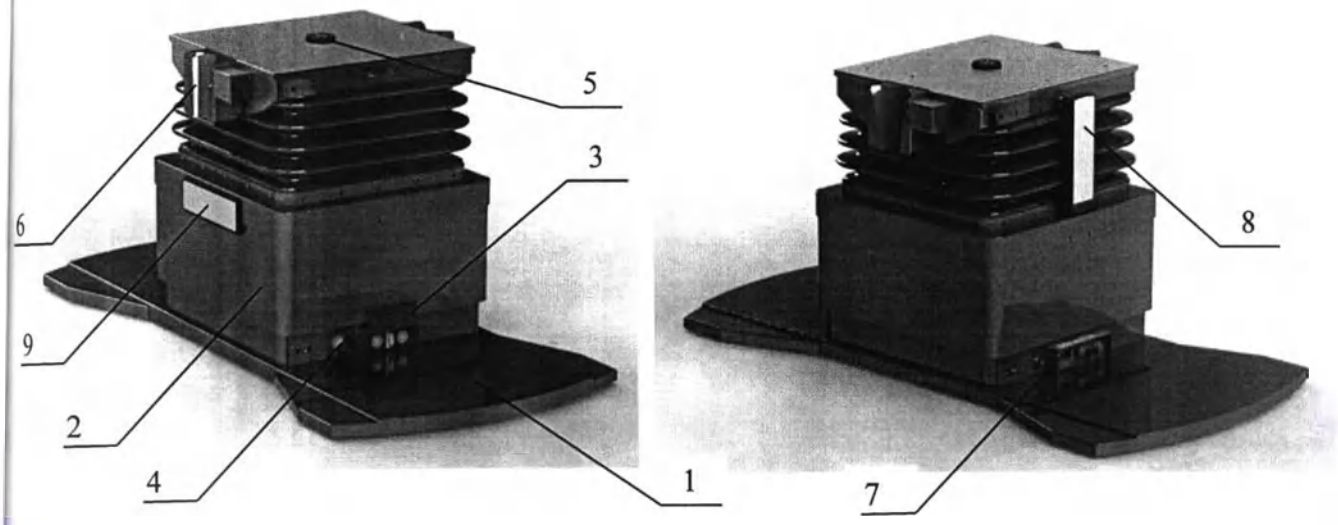

Рисунок 2. Тумба стола.
6.6 Регулировка движений панели (подъем/опускание, продольный и боковой наклоны) осуществляется с дистанционного пульта управления 8 либо стационарного 9 (Рисунок 2).
6.7 Тумба стола состоит из основания 1 (Рисунок 2) и направляющей колонны 2. Колонна в нижней части закрыта телескопическим кожухом из нержавеющей стали, а в верхней бесшовной силиконовой гофрой.